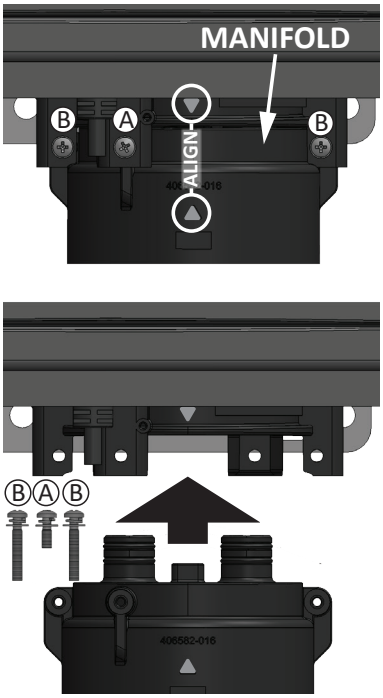

Figure 49 - Bypass Cartridge Installation
4. Remove the two long (M4-25mm) screws Ⓑ and one short (M4-12mm) screw Ⓐ securing the Bypass Cartridge to the manifold located on the underside of the water heater cabinet. Set the screws aside in a safe place for re-installation. Place a bucket under the water heater cabinet to collect any residual water. Note the order of the screws when removing them. Reference Figure 49.
NOTICE: When inserting the cartridge, push up until the screw holes align. Some resistance is normal. See Figure 49.